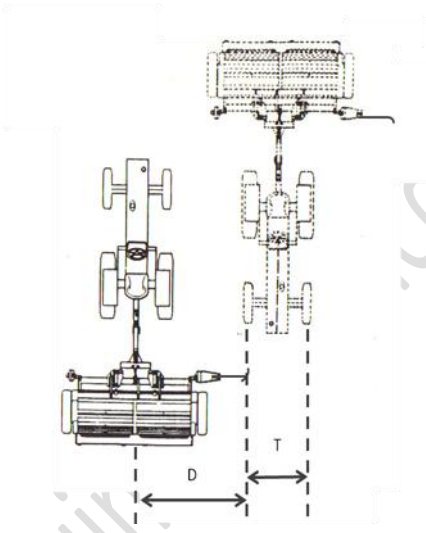

Figura 23
- **A la rueda delantera del tractor**(figura 23): Puede calcularse por medio de la siguiente fórmula: